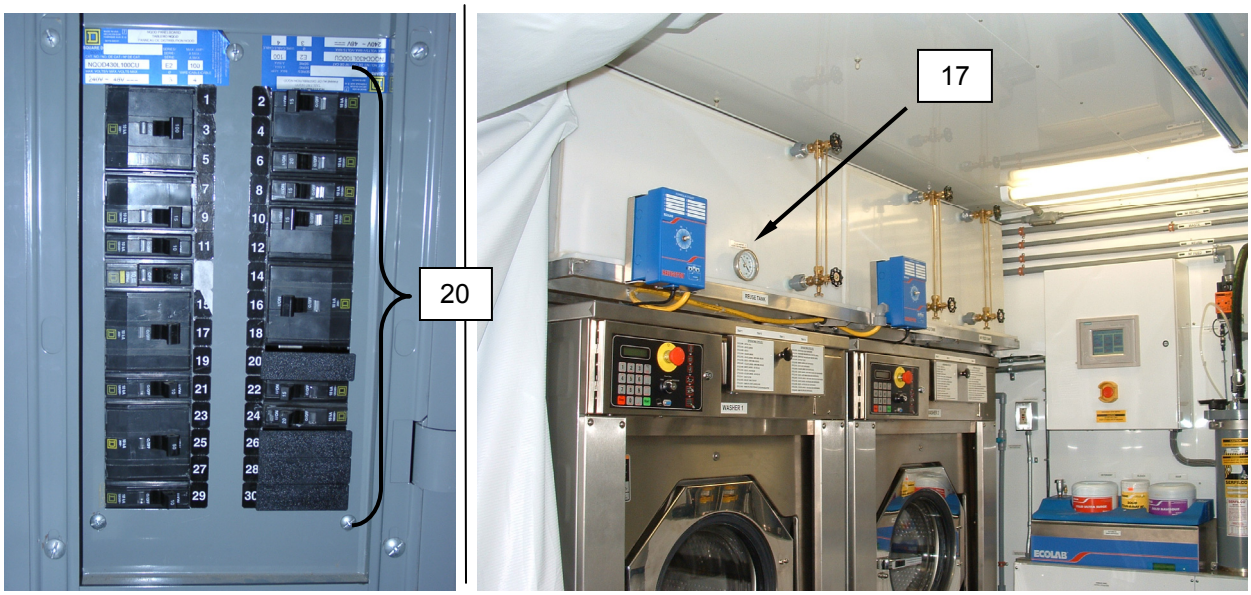

Figure 13. Switching the remaining breakers ON when temperature reaches at least 32 °F.
25. Switch the remaining breakers **(Figure 13, Item 20)** ON when temperature reaches at least 32 °F at the thermometer (**Figure 13, Item 17**).